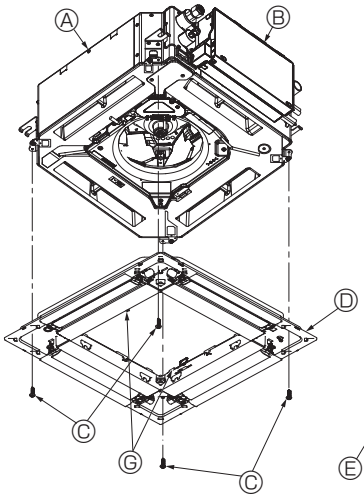

Fig. 10-6
- Sujete la rejilla apretando los cuatro tornillos. (Fig. 10-6)